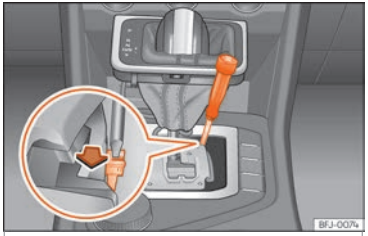

Fig. 55 Palanca selectora: desbloqueo de emergencia en la posición de aparcamiento.
- Con ayuda de un destornillador, presione lateralmente la pestaña amarilla de desbloqueo y manténgala presionada ››› fig. 55 .